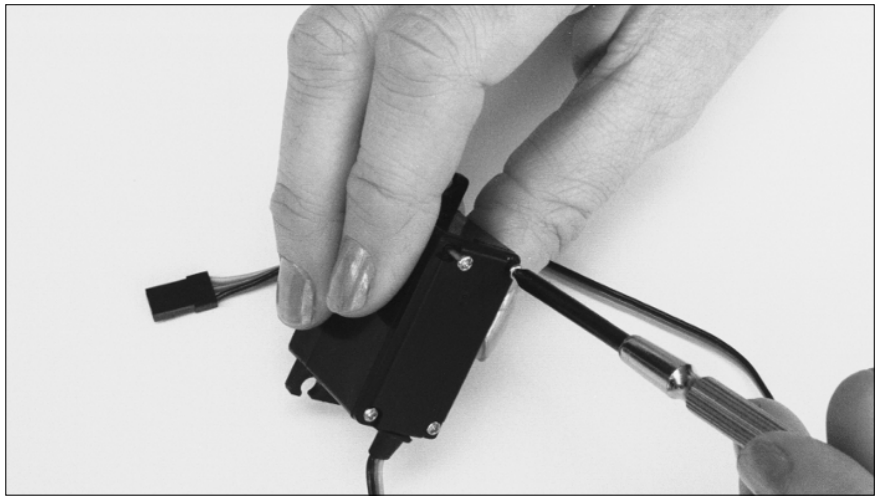

Figure 15-12: Taking the servo apart.
2. **Loosen the four casing screws from the bottom of the servo (see Figure 15-12).**